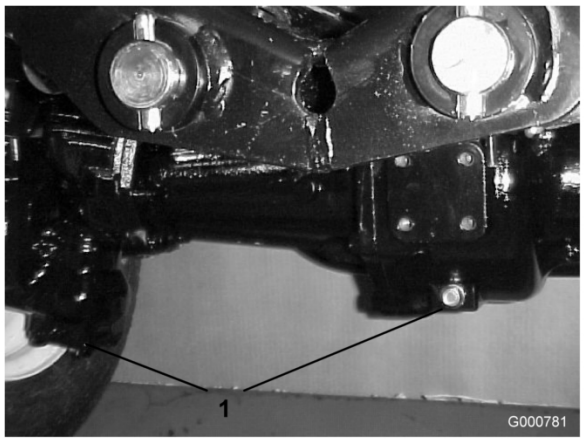

Figur 57
2. Rengør området rundt om de 3 aftapningspropper, 1 på hver ende og 1 i midten (Figur 57).